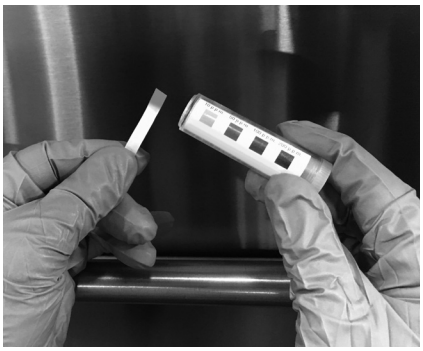

Fig. 11
3. Compare la tira de prueba con la escala de prueba suministrada con su kit de prueba (Fig. 11). Si el nivel de desinfectante está fuera de los límites (es decir, por debajo de 50 ppm o por encima de 100 ppm), ajuste la dosificación. Consulte la programación de la bomba de productos químicos (página 15), para obtener instrucciones de ajuste, o póngase en contacto con su proveedor de productos químicos.